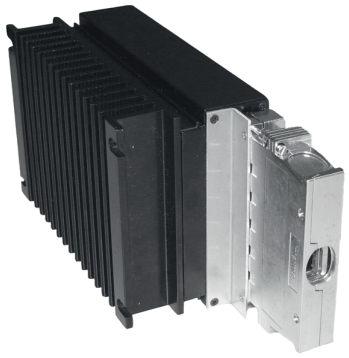

*Fig. 47*
– Different cable hoods for H15 connectors (fig. 47):